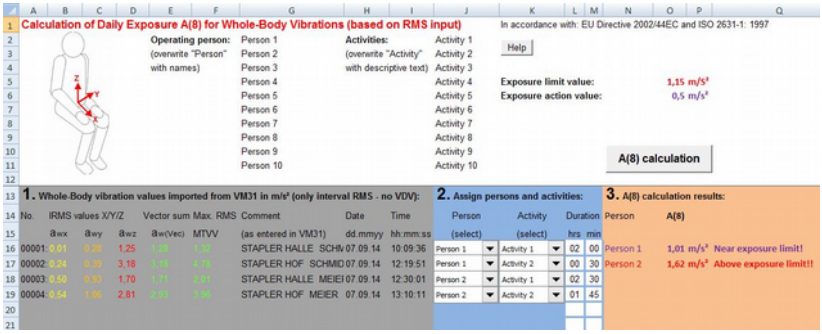

Bild 48: Berechnung des Tagesexpositionswerts in Excel
Die Berechnung des Tagesexpositionswerts kann für mehrere Personen und Tätigkeiten gleichzeitig erfolgen. Hinter jedem Messwert finden Sie zwei Dropdown-Menüs zur Auswahl von Person und Tätigkeit. Die je zehn Textzellen für „Person“ und „Activity“ über der Tabelle können Sie mit eigenen Texten überschreiben. Die Änderungen werden in die Dropdown-Menüs jedoch erst beim nächsten Einlesen von Daten übernommen. Durch Anklicken von „A(8) calculation“ bzw. „Daily exposure calculation“ werden die Tagesexpositionswerte berechnet (Bild 48). Sie werden mit den Grenzwerten aus der EU-Richtlinie 2002/44/EG verglichen und entsprechend farbig gekennzeichnet: